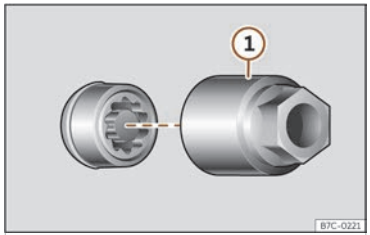

Fig. 247 Anti-theft wheel nut with cap and adapter.
- Insert the special adapter ››› **Fig. 247** ① (vehicle tools ››› **page 338**) onto the anti-theft wheel nut and push it on as far as it will go.